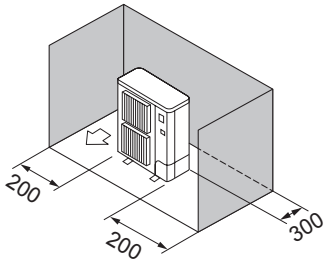

Fig. 2-9
③ Hindernisse nur auf der Rückseite und auf beiden Seiten (Fig. 2-9)